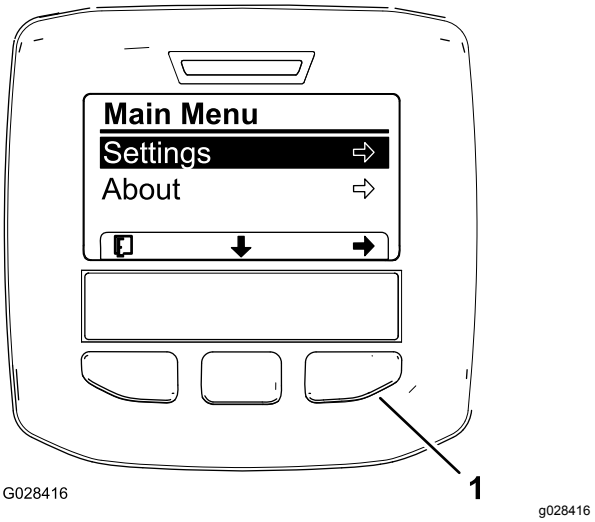
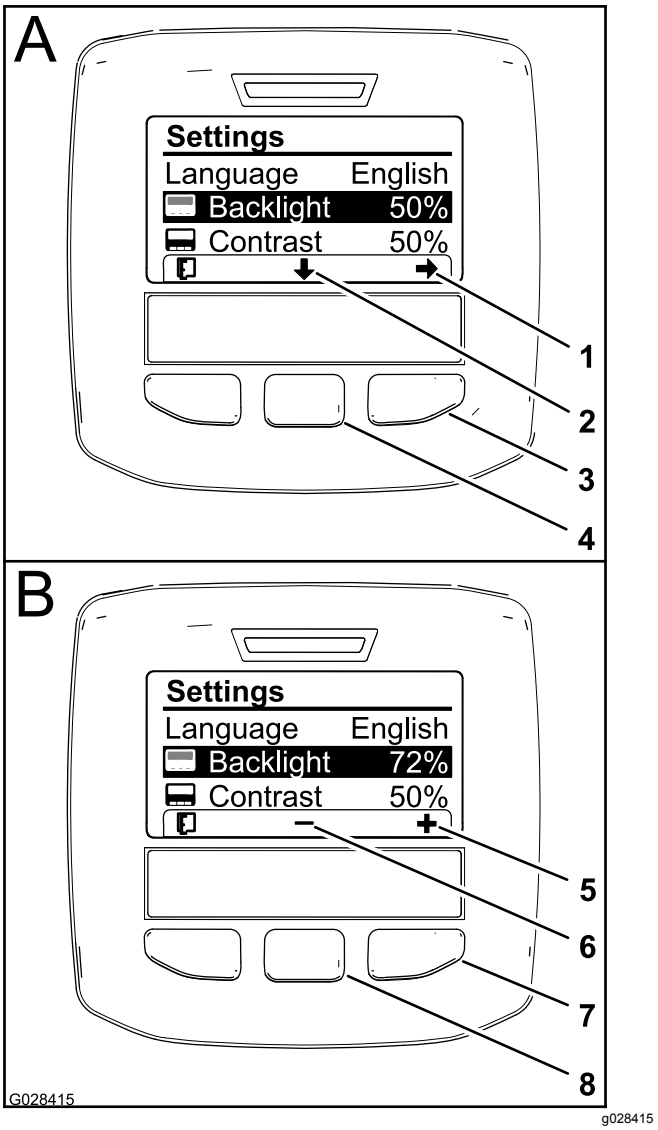

Figuur 62
Figuur 64
3. Druk op de middelste selectieknop om naar het hoofdmenu te gaan (Figuur 62).
5. Druk op de linker selectieknop om uw selectie(s) te bewaren, het instellingenmenu te verlaten en terug te keren naar het hoofdmenu (Figuur 62).
2. Om de achtergrondverlichting van het scherm te wijzigen, drukt u op de middelste selectieknop (de knop onder de pijl naar beneden op het scherm) en selecteert u de instelling Achtergrondverlichting (Figuur 64).
3. Druk op de rechter selectieknop om de context waarde instellen weer te geven (Figuur 64).
4. U kunt de helderheid van het scherm instellen met de middelste selectieknop en de rechter selectieknop (Figuur 64).
5. Druk op de linker selectieknop (de knop onder het lijstpictogram op het scherm) om uw selectie te bewaren, het menu achtergrondverlichting te verlaten en terug te keren naar het instellingenmenu (Figuur 64).
6. Om het contrast van het scherm te wijzigen, drukt u op de middelste selectieknop (de knop onder de pijl naar beneden op het scherm) en selecteert u de instelling Contrast (Figuur 64).
7. Druk op de rechter selectieknop om de context waarde instellen weer te geven (Figuur 64).
8. Druk op de linker selectieknop (de knop onder het lijstpictogram op het scherm) om uw selectie te bewaren, het menu contrast te verlaten en terug te keren naar het instellingenmenu (Figuur 64).
9. Druk op de linker selectieknop om het instellingenmenu te verlaten en terug te keren naar het hoofdmenu (Figuur 62 en Figuur 64).
10. Druk op de linker selectieknop om terug te keren naar het hoofdscherm (Figuur 64).